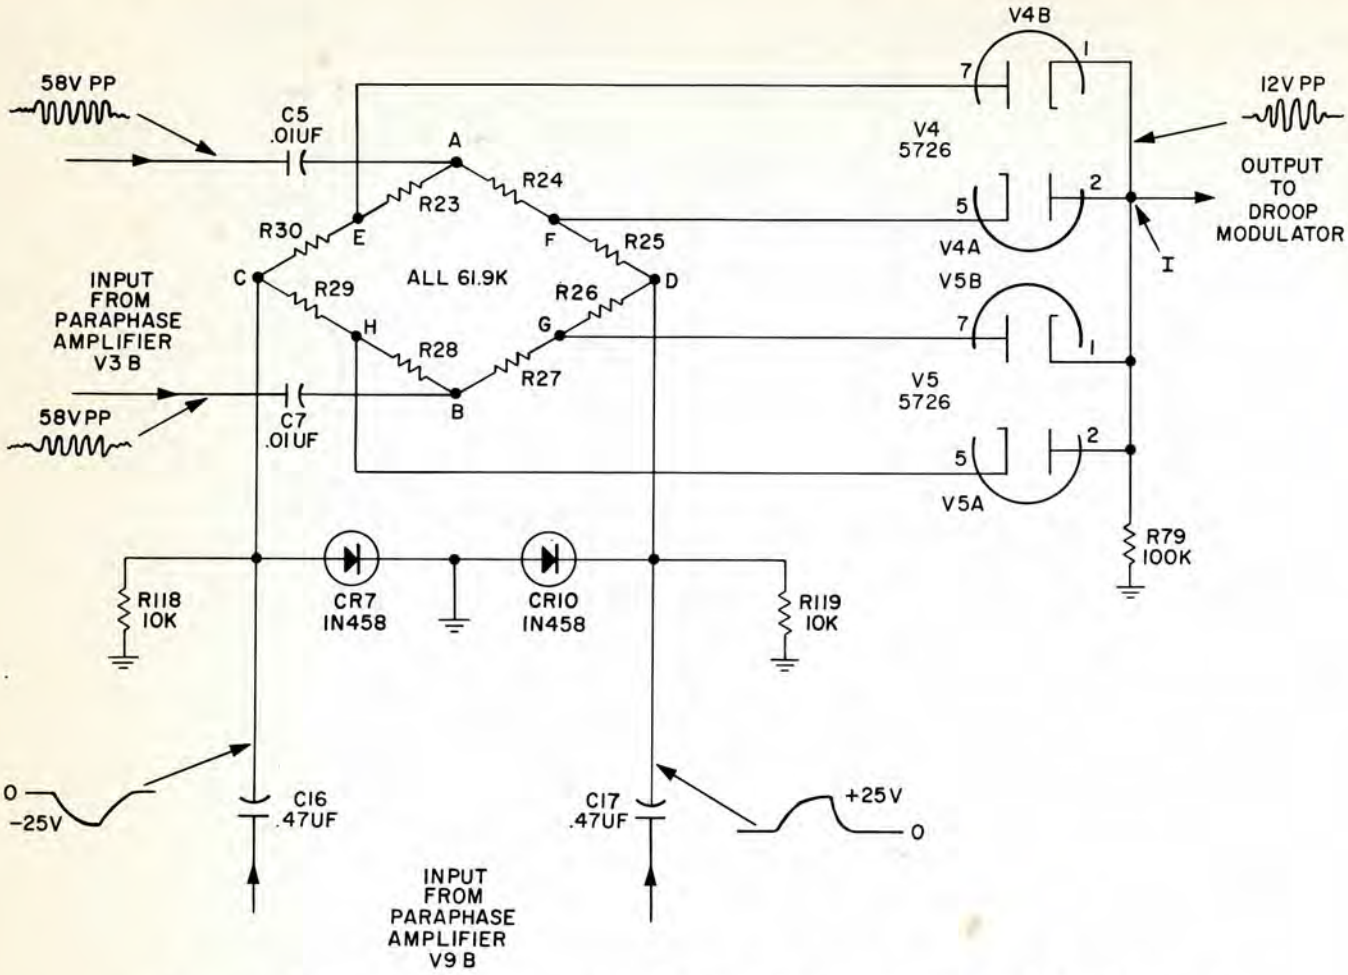

Figure 4-8. Pulse Generator 0-706/FPN-42, 100-KC Modulator, Simplified Schematic Diagram
b. See figure 4-8. The gated 100-kc signals of opposite phase are coupled to points A and B, from paraphase amplifier V3B, through capacitors C5 and C7. The shaped modulating waveforms of opposite polarity are coupled to